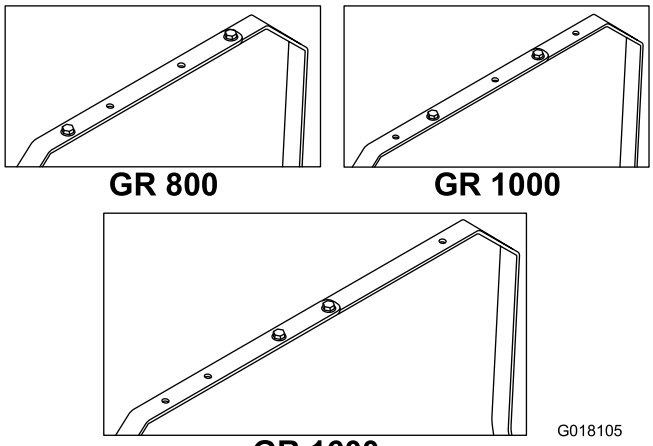

Figura 1
6. Fissate insieme le due barre utilizzando 2 bulloni (5/16 x 1 pollici), 2 rondelle e 2 dadi flangiati attraverso i fori corrispondenti al relativo modello, come illustrato in Figura 1.